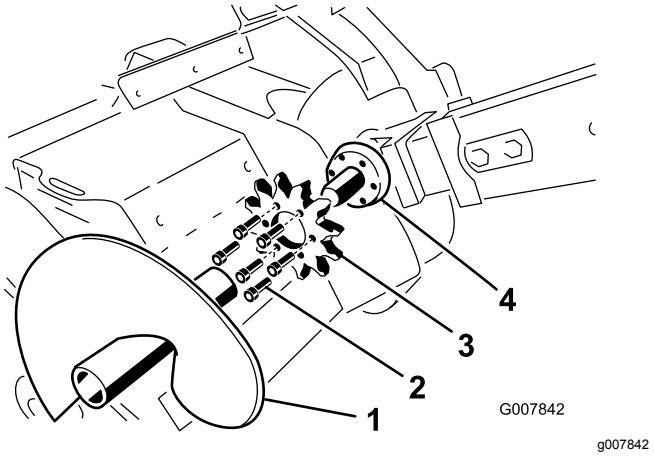

Figuur 61
3. Verwijder de afvoerschroef (Figuur 61).
8. Verwijder de zes bouten waarmee het aandrijf-tandwiel gemonteerd is (Figuur 61).
9. Verwijder het aandrijf-tandwiel en gooi het weg (Figuur 61).
10. Reinig het montagevlak van het aandrijf-tandwiel op de sleuvengraver (Figuur 61).
11. Schuif het nieuwe aandrijf-tandwiel op de as (Figuur 61).
12. Draai de zes bouten van het aandrijf-tandwiel handvast (Figuur 61).